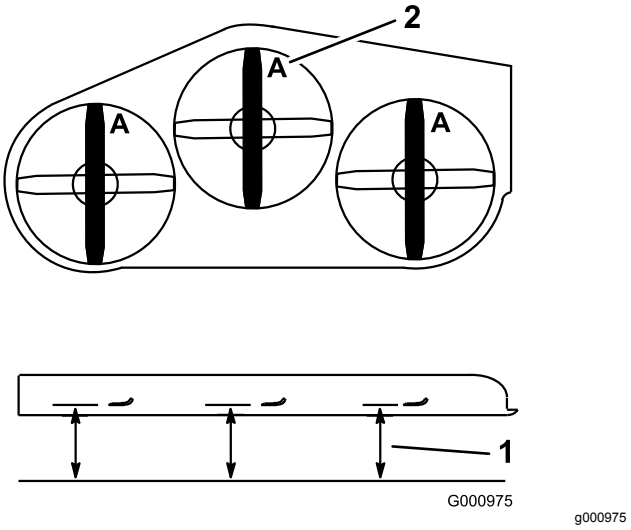

**Figuur 77**
4. Meet de afstand tussen een horizontaal oppervlak en de snijrand, positie **A**, van de messen (Figuur 77).